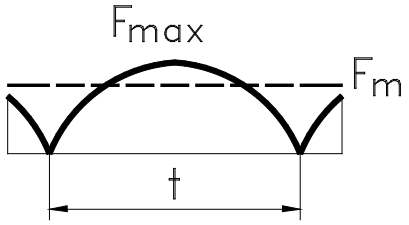

Abb. 6.3
a) die Belastung geht auf Null zurück, um im folgenden Intervall wieder ein Maximum zu erreichen (siehe Abb. 6.3).